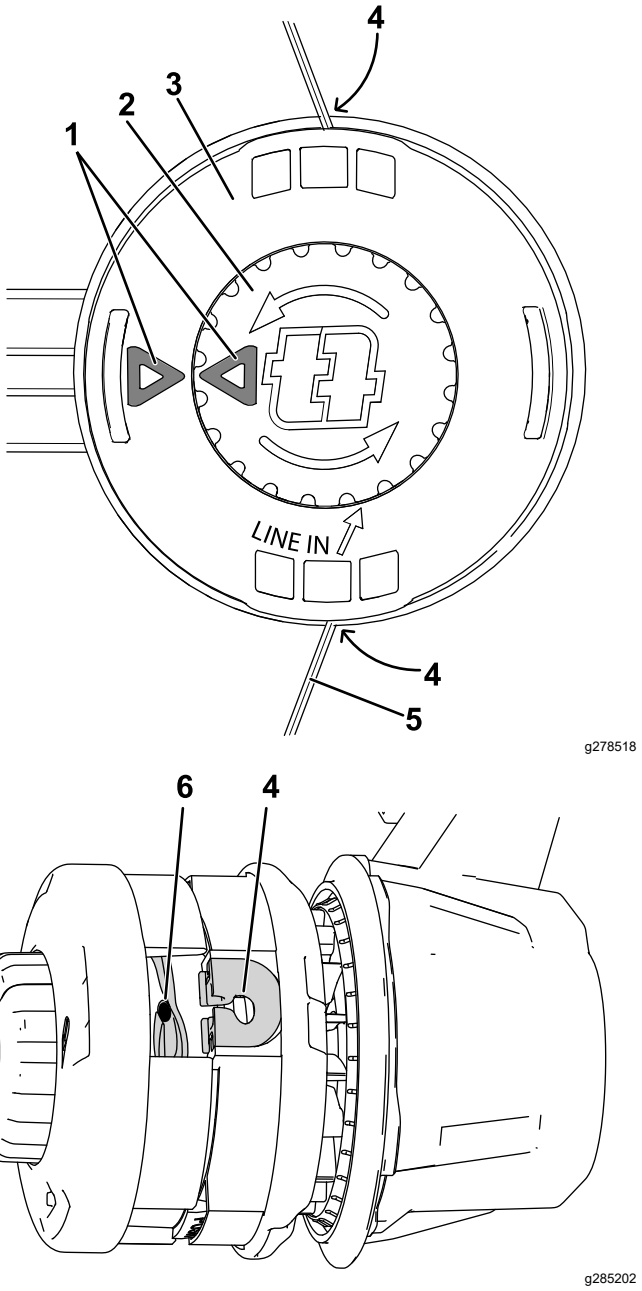

Figur 13
4. Tryck på och vrid vredet på trådhuvudet tills pilen på vredet är i linje med pilen på trådhuvudet (Figur 13).